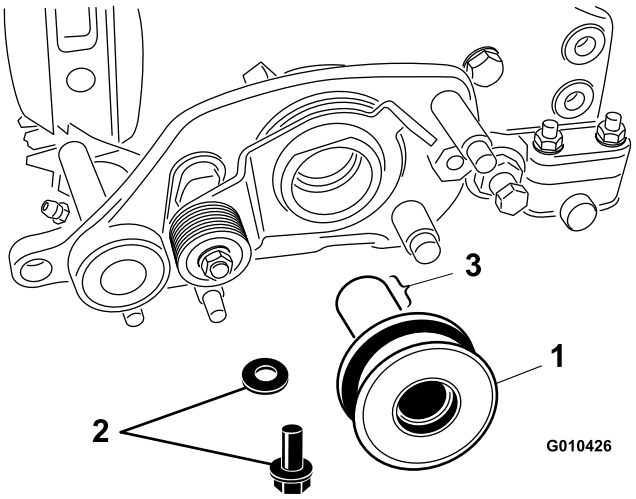

Bild 12
1. Fetten Sie die interne Welle und die Außenseite der Riemenscheibe ein (Bild 12).
3. Befestigen Sie die Riemenscheibe mit einer Schraube (M6-1 mm x 20 mm) und einer Scheibe an der Spindelwelle (Bild 12).